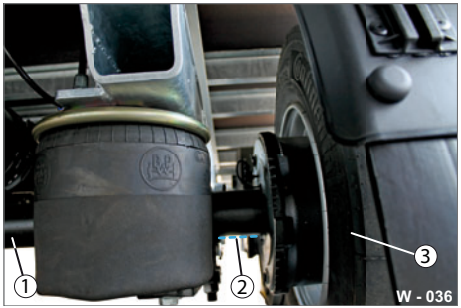

Abb. 36 Hebevorrichtung ansetzen
▶ Setzen Sie die Hebevorrichtung möglichst nach außen, im Bereich für Hebevorrichtung (Abb. 36/2), unter das Achsrohr (Abb. 36/1) an.